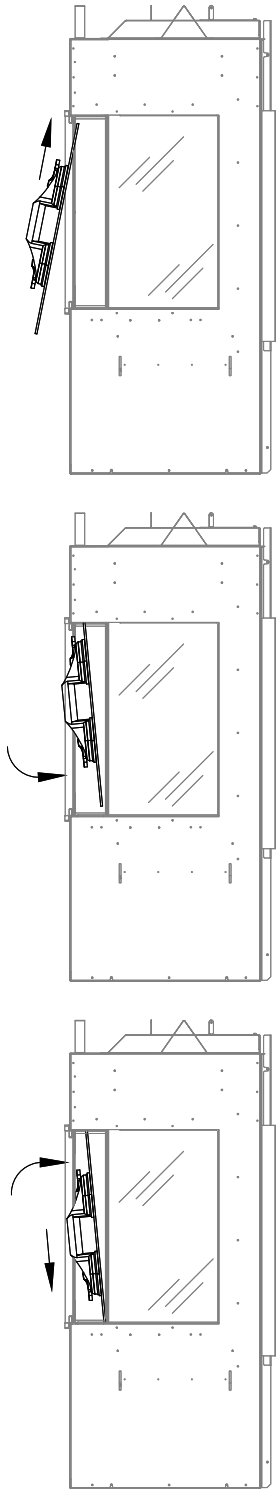

Figure 4.7 - Installation de la vitre de façade du foyer
2. Installez la vitre de façade. En l'installant, il peut être utile de commencer par les fixations inférieures déjà installées mais dont les écrous sont desserrés. En soulevant la vitre pour la mettre en place (Voir Figure 4.7), éloignez-la un peu du côté n'ayant pas encore de vitre latérale installée. Vous pouvez glisser la vitre de coté pour l'insérer dans la bande d'étanchéité en silicone de la vitre latérale précédemment installée.